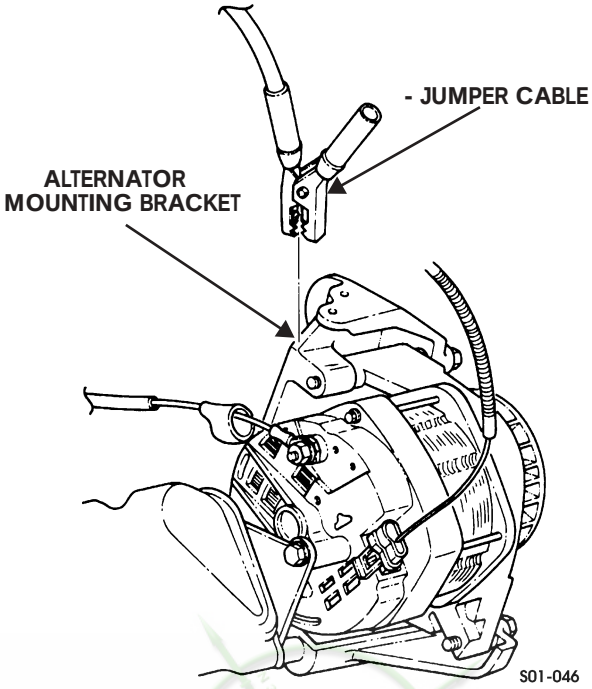

Figure 1-34: Alternator Mounting Bracket
5. Connect the other end of the negative (–) jumper cable to a solid ground (such as the alternator mounting bracket (Figure 1-34).